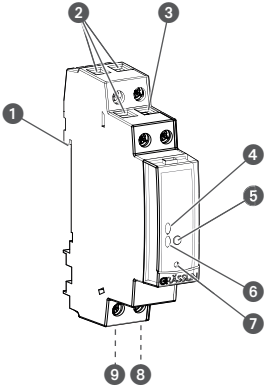

Afb. 1: Verdeelkast-schakelklok
De verdeelkast-schakelklok is een schakelklok die met een kliksysteem op een DIN-rail (afb. 1/❶) wordt gemonteerd; deze stuurt het ermee verbonden apparaat aan. De verdeelkast-schakelklok beschikt over 1 kanaal en kan via een bedientoets (afb. 1/❺) worden bediend. De status van de veerdeelkast-schakelklok wordt weergegeven met 2 LED's (afb. 1/❹ en ❻). De verdeelkast-schakelklok kan via een mobiel apparaat worden geprogrammeerd per app of via PC-software. De frequentie van het radiosignaal ligt bij 2,4 GHz en het maximale zendvermogen bedraagt 1,8 mW.